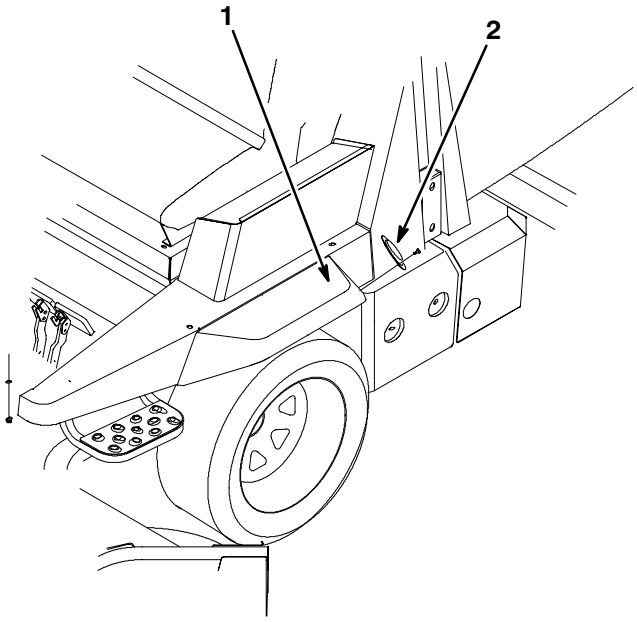

Figure 15
1. Position the 3” (76 mm) red reflectors on rear of fenders (Fig. 15).
2. Locate, mark and drill two 1/4” (6 mm) reflector mounting holes in each fender (Fig. 15).
3. Fasten red reflectors to fenders using 6 mm x 16 mm hex head bolts and nuts (Fig. 15).